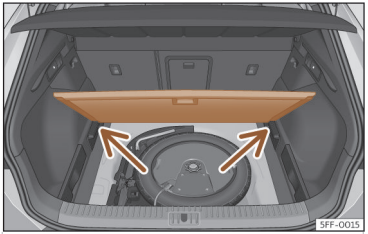

Abb. 178 Variabler Gepäckraumboden: geneigte Stellung.
- Legen Sie den Gepäckraumboden auf die dafür vorgesehenen Aufnahmen ››› **(Abb. 178)** (Pfeile).